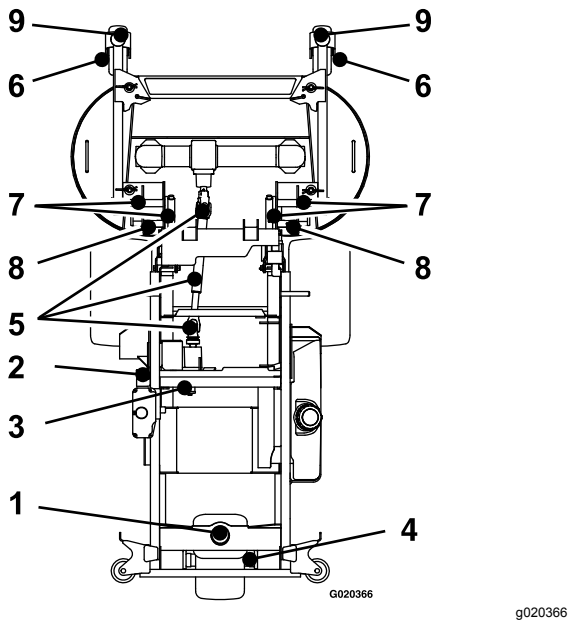

Figur 28
5. Smörja pumpremmens mellandrevsarm (Figur 28).